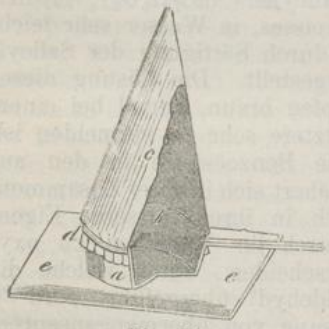

Fig. 76.
1. Sublimation der Benzoësäure. Den einfachsten Apparat, wie er zu einem Versuche im kleinen genügt, zeigt Fig. 76. Man überklebe einen flachen, möglichst niedrigen eisernen Tiegel (a), dessen Boden man gleichmässig mit zerstossener Benzoë bestreut hat, zunächst mit einem Bogen recht lockeren Fliesspapiers oder Gaze (b), dann mit einem aus dichtem Papier, innerseits Glanzpapier, gefertigten Hut (c), den man (bei d) fest aufbinde. Das Ganze werde ohne die geringste Erschütterung auf einer eisernen Platte (e), welche dünn mit Sand bestreut worden, mehrere Stunden gelinde erhitzt. Nimmt man alsdann den Hut vorsichtig ab, so findet man seine Innenfläche mit zarten, weissen Nadeln von Benzoësäure überzogen.